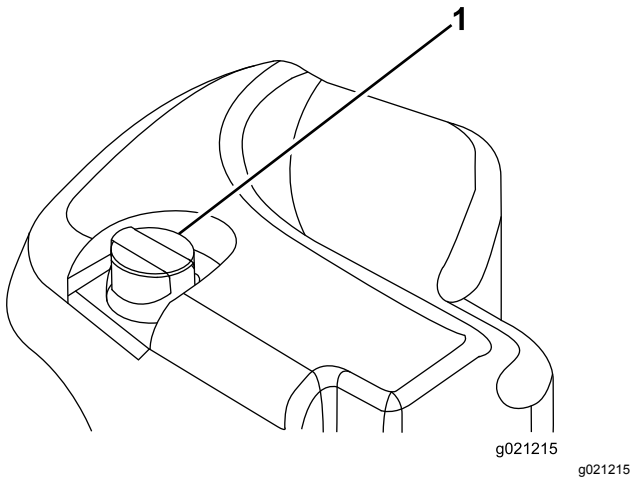

Figur 66
2. Gör rent omkring påfyllningsröret och hydraultanklocket (Figur 66).